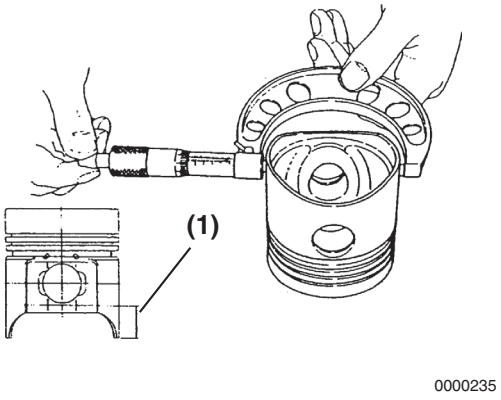

Figure 6-64
4. Measure the diameter of the piston skirt at 90° to the wrist pin bore as shown **(Figure 6-64)**. Measurements must be taken at a specified distance **(Figure 6-64, (1))** from the bottom of the piston, based on engine model. Record the measurements. *See Piston on page 6-10 for specifications.*